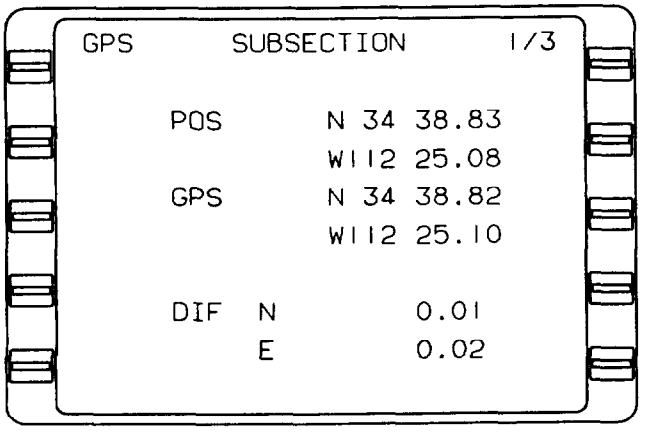

Figure 3-34. GPS Subsection 1/3 Page
(2) GPS SUBSECTION 2/3 page (fig. 3-34).